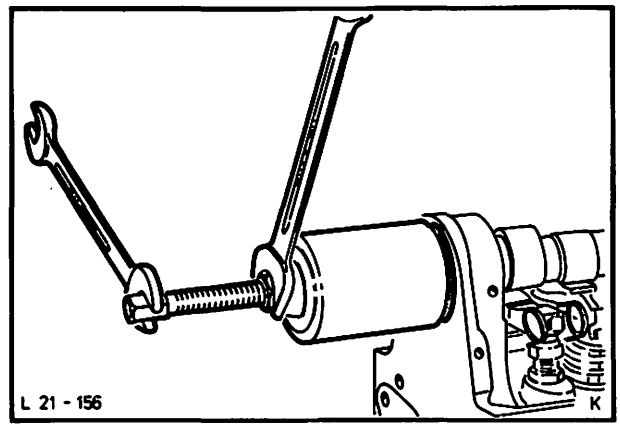

Abb. 224 Radialdichtring mit Spezialwerkzeug 21-009-A montieren
16. Neuen Radialdichtring an Dichtlippe leicht einölen und mit Spezialwerkzeug 21-009-A, Abb. 224, einziehen.